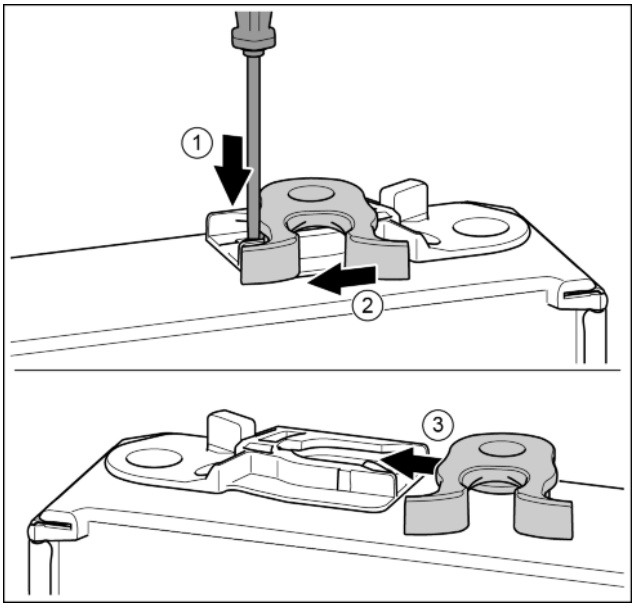

*Fig. 18**
- ▶ Pousser vers le bas la languette avec un tournevis plat.* *Fig. 18 (1)*
- ▶ Tirer le crochet de fermeture en dehors du guide.* *Fig. 18 (2)*
- ▶ Pousser le crochet de fermeture dans le guide de l'autre côté.* *Fig. 18 (3)*